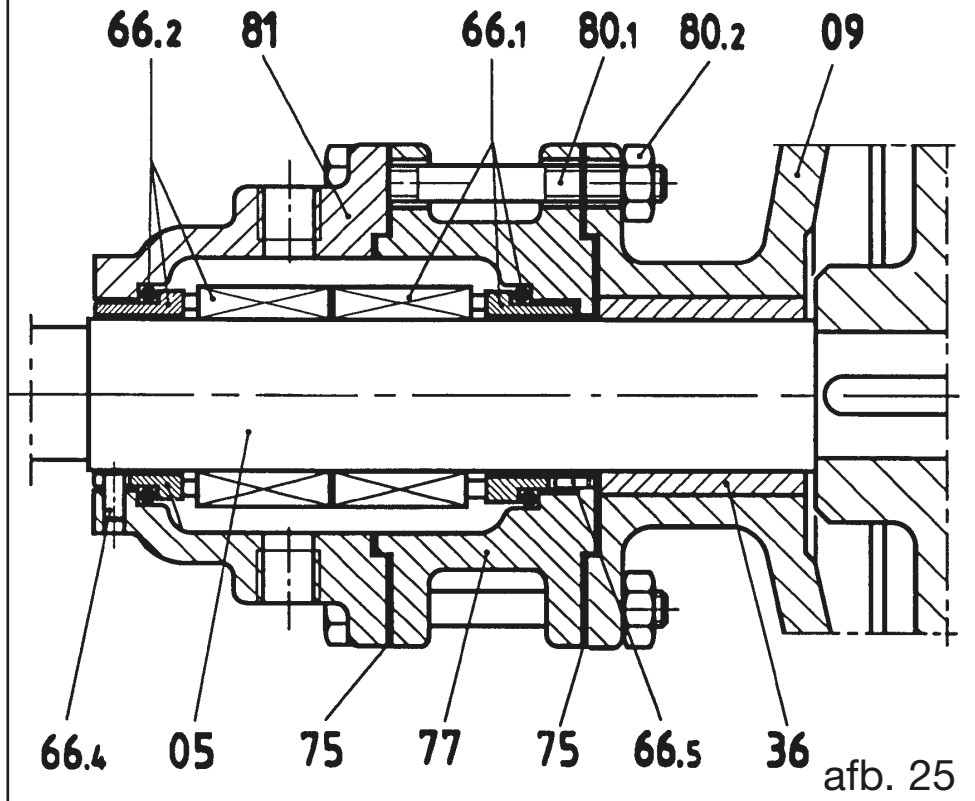

afb. 25
12.7 Montage van de dubbele mechanische afdichting ST8 (afb. 25)